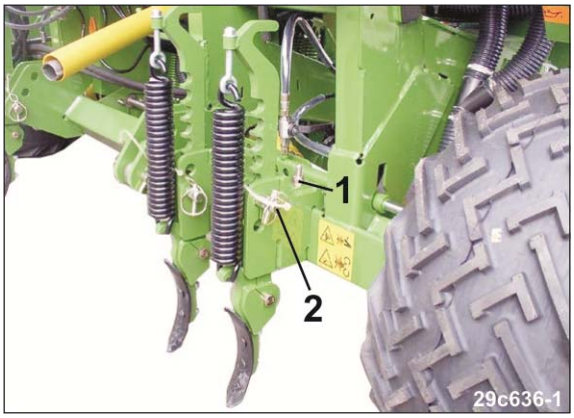

Fig. 134
- horizontal: Mutter (Fig. 134/1) lösen
- vertikal: Klappstecker und Bolzen (Fig. 134/2) lösen.